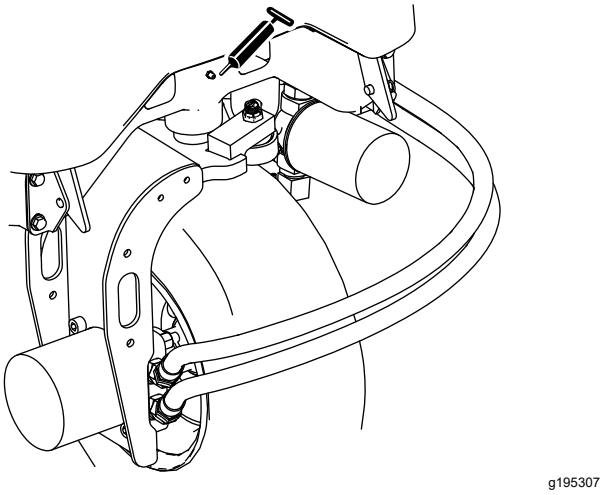

Figura 36
- Perno dello sterzo (Figura 36)